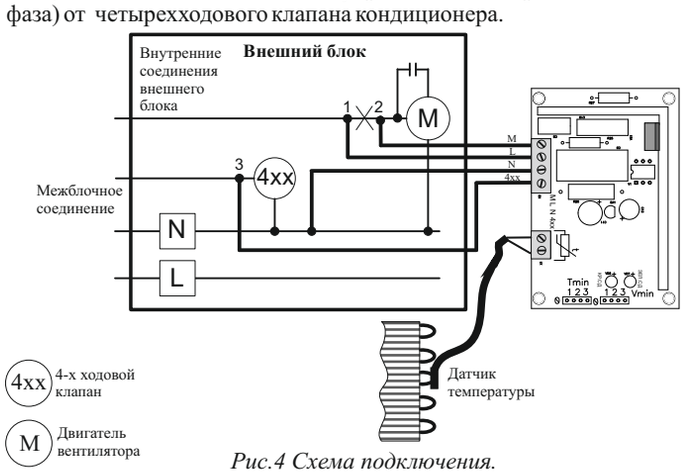

Рис.4 Схема подключения.
5.7. Подключить датчик и электродвигатель вентилятора наружного блока, подключить напряжение питания согласно рис. 4 .